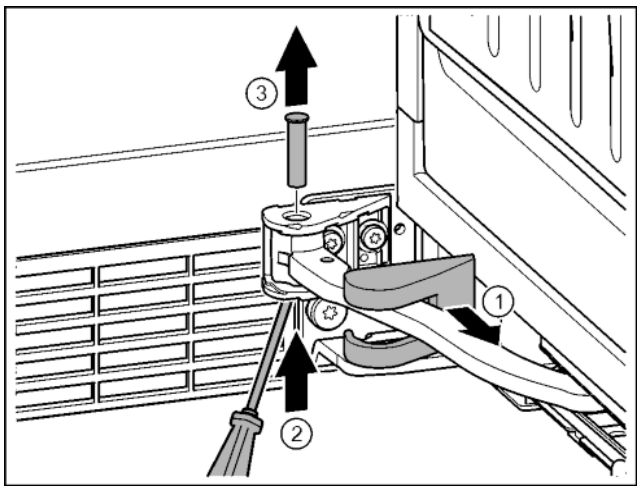

Fig. 17
▶ Stáhněte kryt a posuňte podél kloubu. *Fig. 17 (1)*
▶ Čep zespodu nadzvedněte prstem nebo šroubovákem. *Fig. 17 (2)*
▶ Šroubovákem zajeďte pod hlavu čepu a vytáhněte. *Fig. 17 (3)*